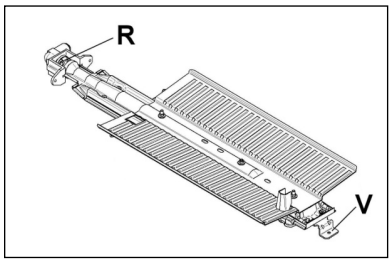

Fig 6
- Draai schroef **V** los en trek de brander voorzichtig van de houder zodat bougie en thermokoppel niet beschadigen. (Fig. 6).